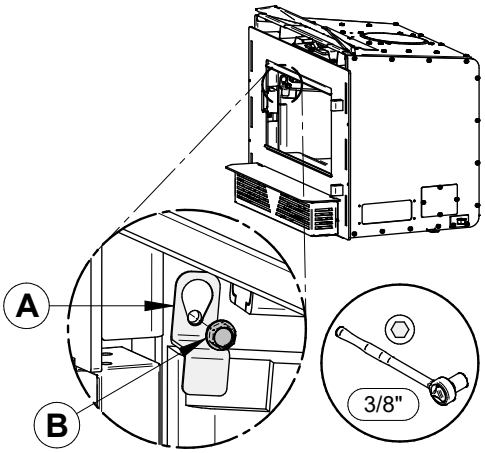

Figure 12 : Remove stone supports
2. Dévisser les deux supports **(A)** des pierres réfractaires de côtés. Les pierres peuvent ensuite être retirées dans l'ordre présenté dans la figure 12.